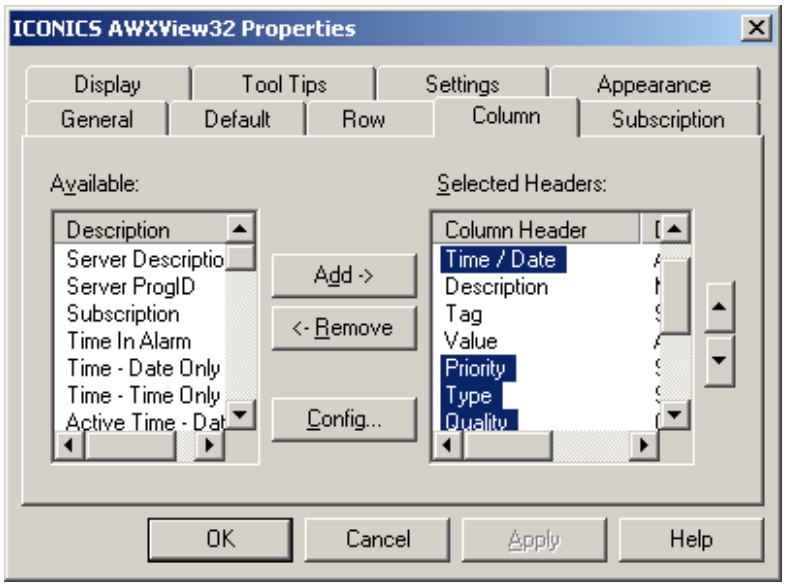

Figure L13.35 - Alarm Viewer Selected Columns
2. In the **Selected Headers** list, select **Time / Date**, **Priority**, **Type**, **Quality**, and **Node** by clicking on the relevant entries while pressing and holding down the **CTRL** key, as depicted in Figure L13.35.